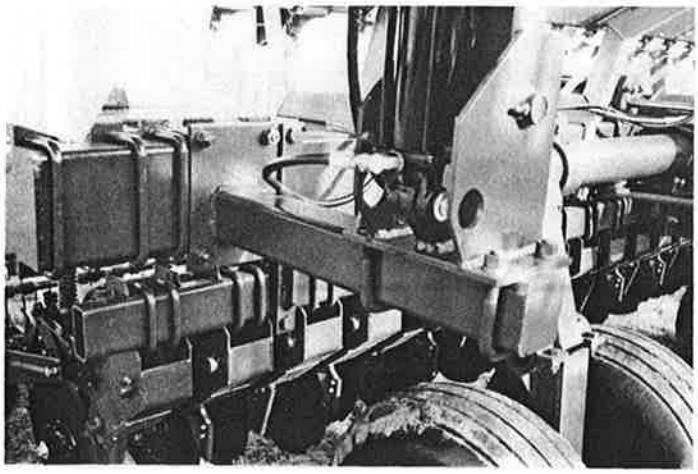

FIGURE 4-17
3. Attach marker base mount to the marker mounting bracket as depicted using 4" U-bolts. Allow 1" clearance minimum between marker base mount and box end chain guard door. (See Fig. 4-17)